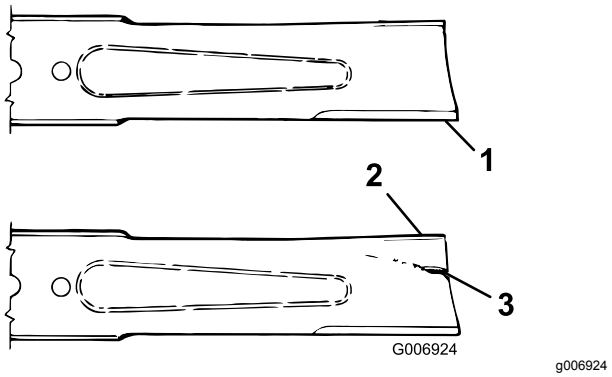

Figur 84
2. Undersök knivseggarna noggrant, i synnerhet där knivens flata och böjda del möts (Figur 84). Kontrollera kniven innan du använder gräsklipparen eftersom sand och slipande material kan slita bort metallen som förenar knivens flata och böjda delar. Om du upptäcker slitage (Figur 84) ska du byta ut kniven. Se Demontera klippenhetskniven.
Om du låter en kniv bli sliten bildas ett spår mellan seglet och knivens flata del (Figur 84). Till slut kan en bit av kniven gå av och slungas ut från under kåpan och kanske skada dig eller någon kringstående allvarligt.